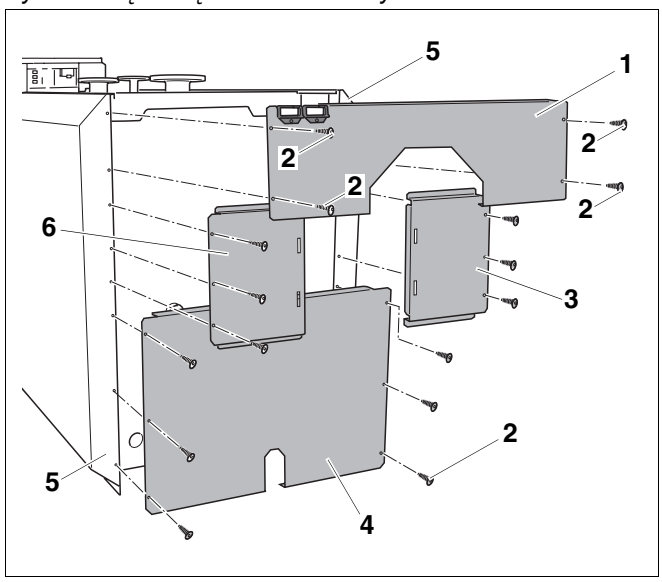

Rys. 43 Montaż elementów ścianki tylnej
- Zamocować dolną ściankę tylną (rys. 43, **poz. 4**) przy pomocy 6 śrub (rys. 43, **poz. 2**) na tylnych ściankach bocznych (rys. 43, **poz. 5**).
- Umieścić środkowe ścianki tylne (rys. 43, **poz. 3 i 6**) na dolnej ściance tylnej (rys. 43, **poz. 4**). Wycięcia muszą być skierowane do wewnątrz.
- Przykręcić środkowe ścianki tylne przy pomocy 6 śrub (rys. 43, **poz. 2**) do tylnych ścianek bocznych (rys. 43, **poz. 5**).
- Umieścić górną ściankę tylną (rys. 43, **poz. 1**) jej zagięciami na środkowych ściankach tylnych (rys. 43, **poz. 3 i 6**) i wsunąć w szczeliny w bocznych pokrywach kotła.
- Włożyć 2 śruby (rys. 43, **poz. 2**) u góry w ścianki tylne, tylne ścianki boczne i boczne profile poprzeczne i dokręcić.
- Połączyć ścianki tylne i ścianki boczne od dołu przy pomocy 2 śrub (rys. 43, **poz. 2**).